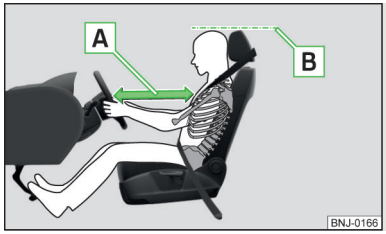

Fig. 1
- ✓ Ajustar el volante de tal modo, que la distancia A entre el volante y el esternón sea, como mínimo, de 25 cm» fig. 1. Ajustar el volante » página 10, *Ajustar la posición del volante*.
- ✓ Ajustar el reposacabezas de tal modo que el borde superior del mismo se encuentre dentro de lo posible a la misma altura que la parte superior de su cabeza[1] B » fig. 1.
✓ Ajustar el reposacabezas de tal modo que el borde superior del mismo se encuentre dentro de lo posible a la misma altura que la parte superior de su cabeza[1] B » fig. 1 *de la página 10*.
✓ Ajustar el reposacabezas de tal modo, que el borde superior del mismo se encuentre de ser posible a la misma altura que la parte superior de la cabeza B » fig. 1 *de la página 10*.